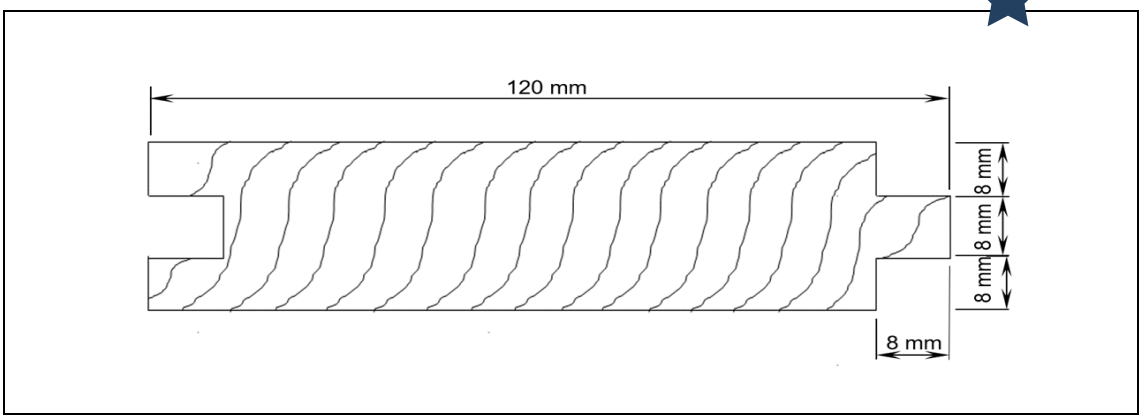

FIGURE 1
3.1 FIGURE 1 below shows a cross sectional view of a tongue and groove bord that must be used for the installation of a suspended timber floor. The length of ONE floorboard is 1,8 m and must be installed in a room that is 5,4 m long and 3,36 m wide. The floor joist (spaced 415 mm apart) with a maximum length of 3,36 m, rest on TWO sole plates of 5,4 m long. The floor joists are supported in the middle with a 110 mm sleeper wall.